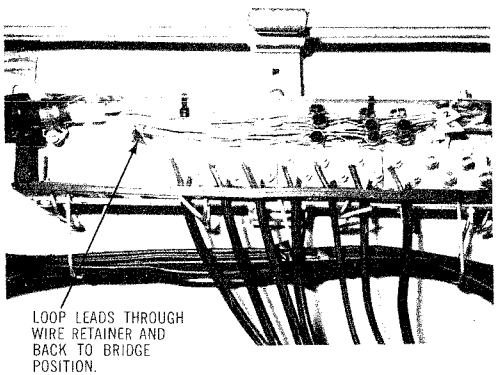

Fig. 4 — Bridging Binding Post Leads To Cable Conductors
(1) Separate the cable pairs assigned from the Assignable Count binder groups. Make certain that these pairs are not broken or damaged.
(2) Loop the terminal block leads from the binding posts through the wire retainer and back to the position where the bridge is to be made (Fig. 4).